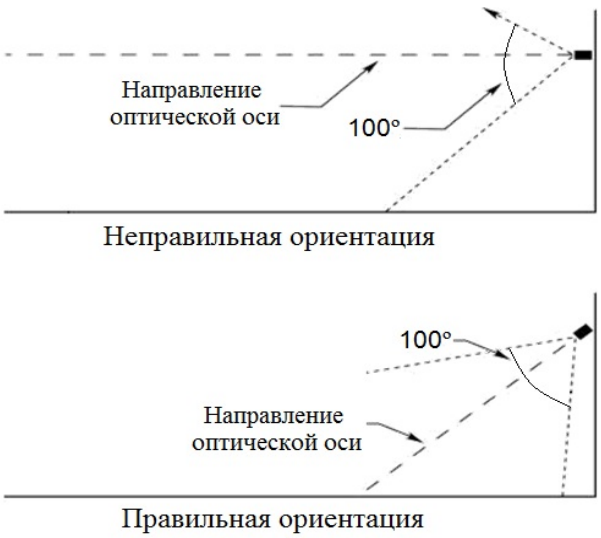

Рисунок 3 – Установка извещателя по отношению к горизонту
- Извещатель должен быть нацелен на объект по нисходящей под углом к горизонту, по крайней мере, 10 - 20 градусов (см. рис. 3). Такая установка предотвращает скопление влаги на смотровом окне.